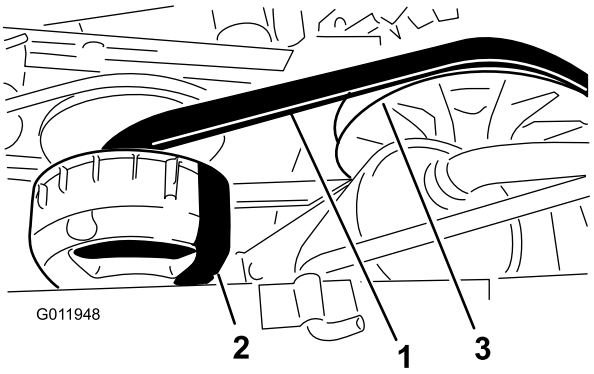

Figur 72
4. Roter og inspiser remmen (Figur 72) for overdreven slitasje eller skade.
3. Vri og før remmen over den sekundære clutchen (Figur 72).
4. Ta av remmen fra den primære clutchen (Figur 72).
5. Still inn den nye remmen over den primære clutchen (Figur 72).
6. Vri og før remmen over den sekundære clutchen (Figur 72).